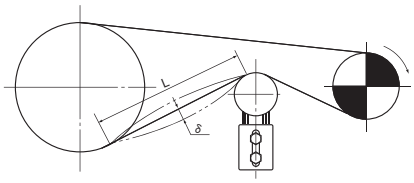

Fig. 7 Tensioner's anchored position
4) Push in on the chain with the tensioner and, if the amount of slack is appropriate (δ), tighten the nut and anchor the tensioner. Aim for a value less than δ = 0.02 x L. (Fig. 7)